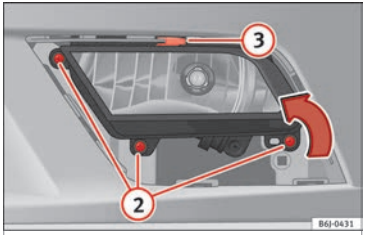

Fig. 96 Front fog light.
– Remove the bolts (3x) ››› Fig. 96 ② to remove the fog light.
– Remove the metal clip situated on the upper part of the fog light by pulling towards the exterior of the vehicle ››› Fig. 96 ③.